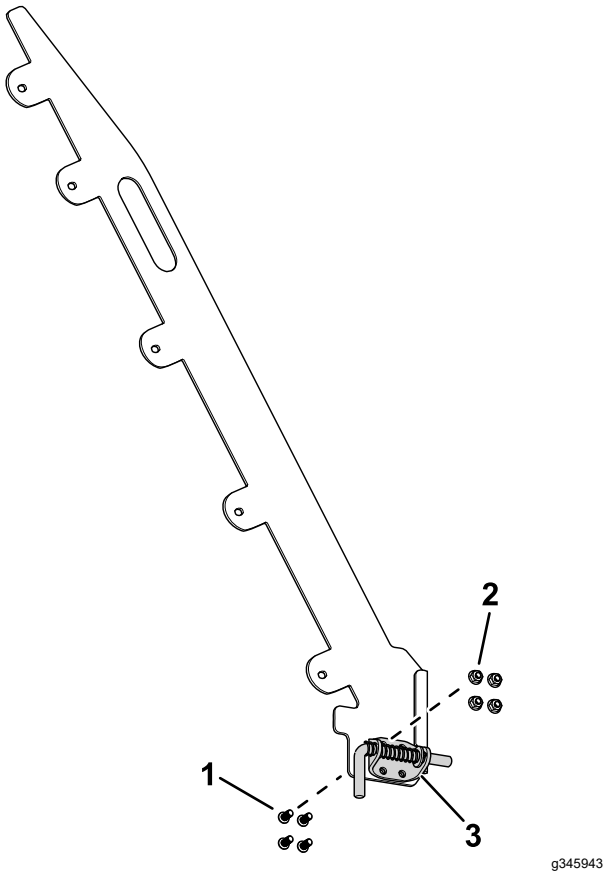

**Figuur 9**
1. Gebruik 4 torxschroeven en 4 moeren (5/16") om de beugel van de vergrendelpen te bevestigen aan de geleiderplaat van de oprijplaat (Figuur 9).